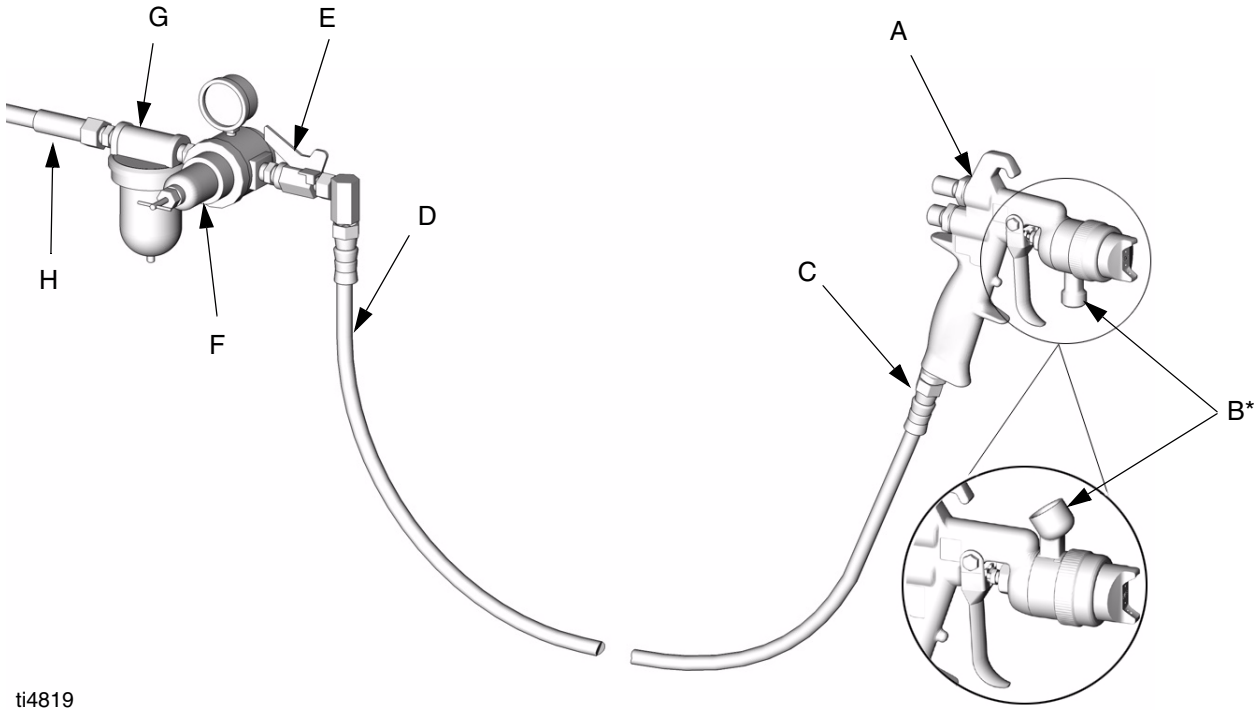

FIG. 1
2. Instale un regulador de presión de aire (F). Vea FIG. 1.
3. Instale un filtro de aire (G). Vea FIG. 1.
5. Conecte la manguera de aire (D) a la entrada de aire de 1/4 npsm (C) de la pistola.